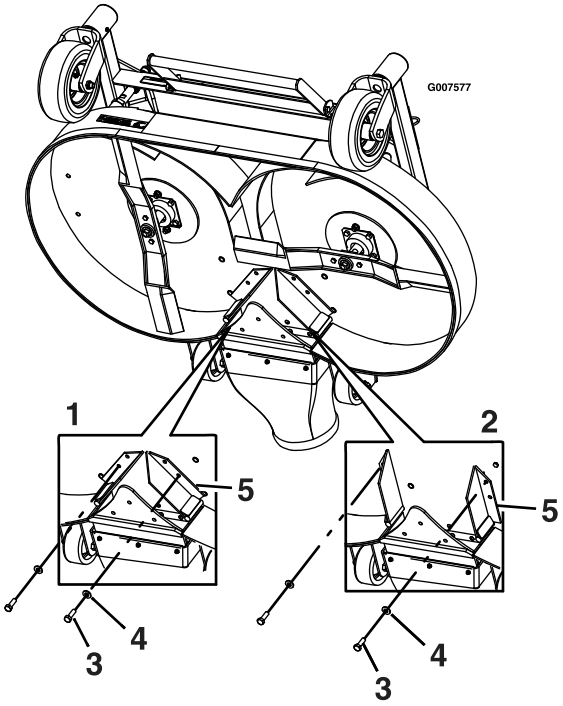

Figuur 25
7. Verwijder de bout en onderlegring aan de voorkant van elk FRS schot (Figuur 25).